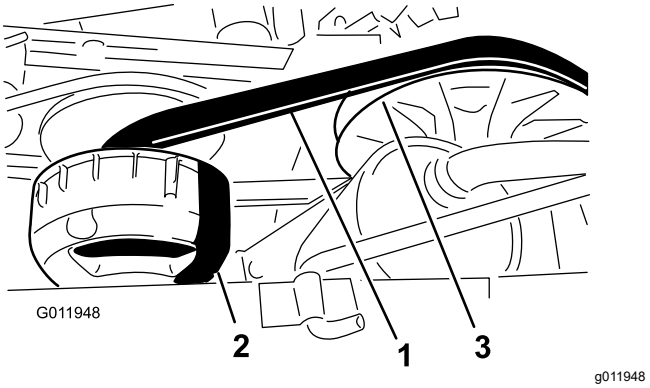

Figur 70
4. Vrid på remmen (Figur 70) och kontrollera om den är sliten eller skadad.
3. Vrid remmen och dra den över sekundärkopplingen (Figur 70).
4. Ta bort remmen från primärkopplingen (Figur 70).
5. Placera den nya remmen över primärkopplingen (Figur 70).
6. Vrid remmen och dra den över sekundärkopplingen (Figur 70).